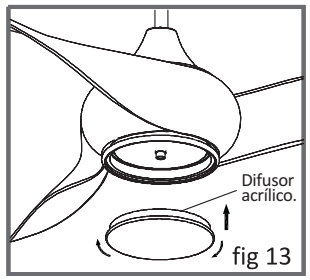

fig 13
6) Levante con cuidado la pantalla de vidrio empujándolo hasta la lámpara y girar hacia la derecha hasta que quede sujeta firmemente en su lugar por las tres pestañas (fig.13)